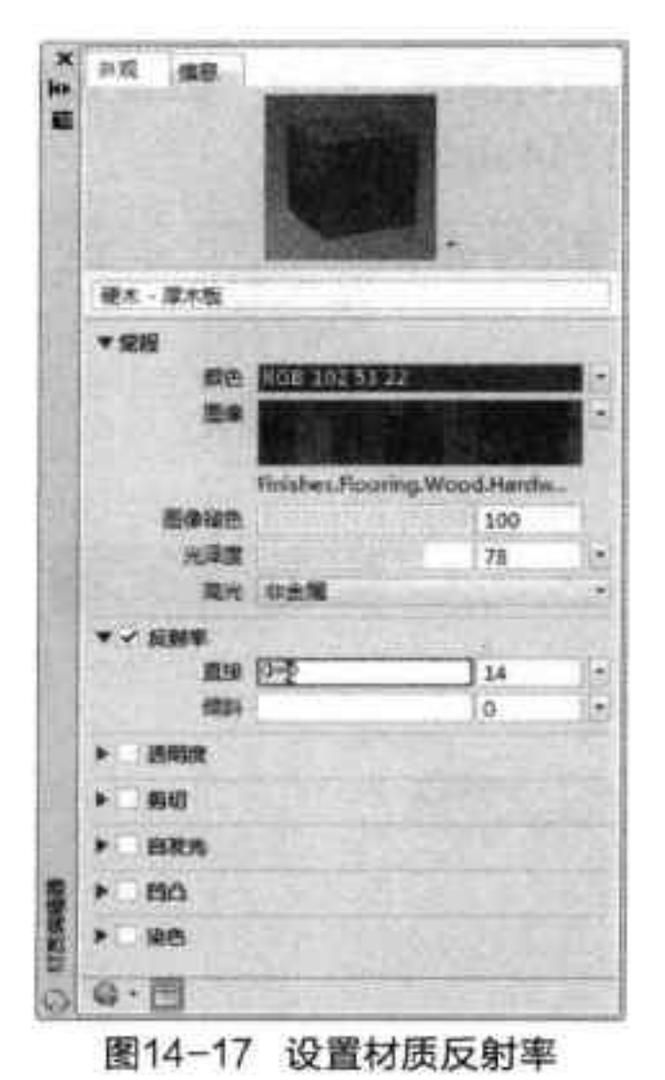

图14-17 设置材质反射率
Step 05 在“材质编辑器”选项板的“反射率”选项组中，调整“反射率”的参数，此时在材质浏览图中即可查看调整效果，如图 14-17 所示。